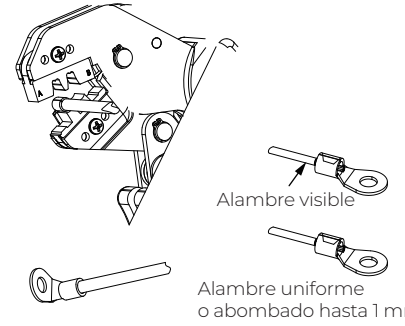

Figura 6.13.2
Paso 2: Inserte los cables de núcleo expuesto en el terminal OT y engástelos con una crimpadora, tal como se muestra en la Figura 6-13-2. A continuación, tire para confirmar que el terminal está bien apretado. A continuación, tire para confirmar que el crimpado del terminal está bien apretado.